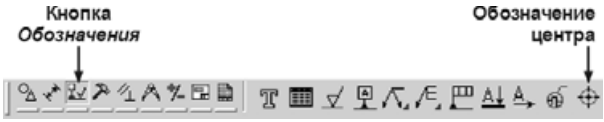

Рис. 3.48
- Нажмите кнопку **Обозначение центра** на инструментальной панели **Обозначения** (рис. 3.48).